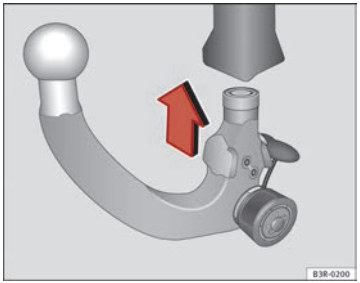

Abb. 159 Abnehmbare Anhängevorrichtung: Kugelstange einsetzen
– Führen Sie die vorgespannte Kugelstange in den Aufnahmeschacht ein und drücken Sie sie in Pfeilrichtung ⇒ Abb. 159 nach oben ⇒ ⚠. Der Verriegelungsvorgang erfolgt automatisch. Dabei muss ein deutliches Einrastgeräusch hörbar sein.